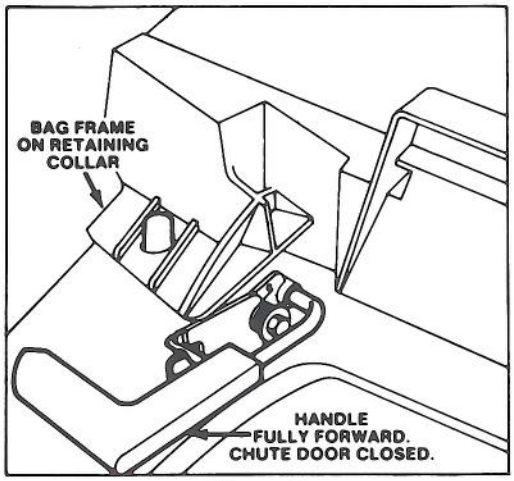

Figure 5
MULCH – In summer, when grass grows slower and is drier, mulch by closing chute door (Fig. 5). For convenience and protection, keep grass bag on mower.
5. EMPTYING BAG – Release control bar and wait for blade to stop. Move chute door handle forward to engage the locking pin with catch (Fig. 5). Grasp handle at front and rear of bag and lift bag off mower. For protection, always keep hands and feet away from mower housing because engine is running. Gradually tip bag forward to empty clippings.